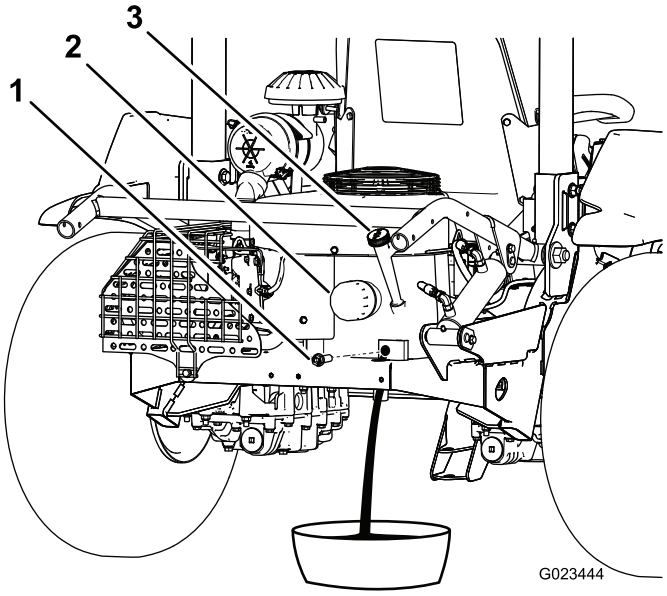

Figur 40
3. Ta bort avtappningspluggen (Figur 40) och låt olja rinna ut i ett lämpligt kärl. Sätt tillbaka avtappningspluggen när oljan har slutat att rinna.